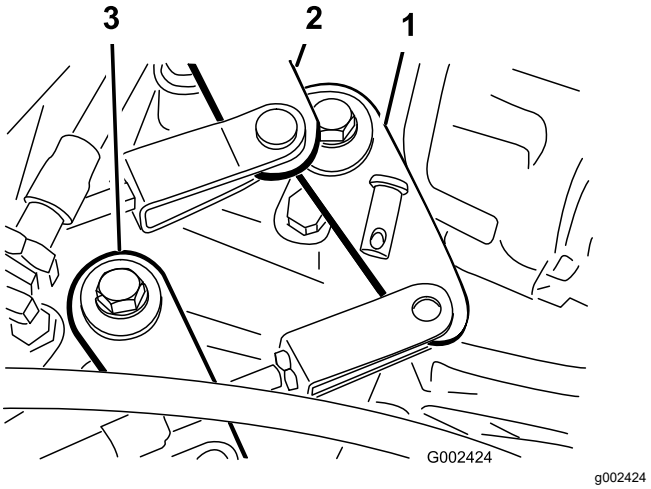

Figur 53
2. Fjern splittpinnene som fester girkablene til transakselens girarmer (Figur 53).
1. Fjern splittpinnen som fester kabelen for høy/lav hastighetsinnstilling til transakselen (Figur 53).